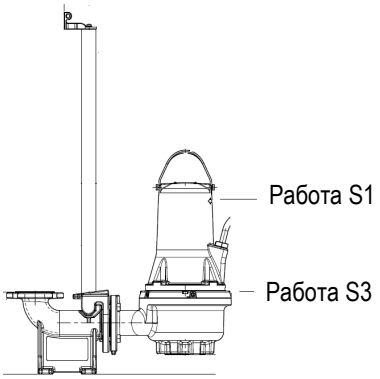

Рис. 2 Уровни остановки
- **Работа S1** (непрерывная эксплуатация), насос должен быть постоянно погружен в перекачиваемую жидкость до верхней точки двигателя. См. рис. 2.